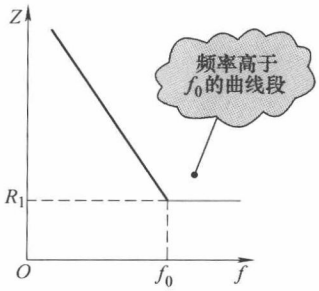

图 1-27 输入信号频率高于转折频率时的示意图
(1) 输入信号频率 $f>f_0$ 时的情况 图 1-27 所示是输入信号频率高于转折频率时的示意图。当输入信号频率 $f>f_0$ 时，整个 *RC* 串联电路的总阻抗不变了，其大小等于 R_1 的阻值，这是因为当输入信号频率高到一定程度后，电容 C_1 的容抗小到几乎为零，这时 C_1 的容抗可以忽略不计，而电阻 R_1 的阻值是不随频率变化而变化的，所以此时无论频率是否在变化，总的阻抗不变而为 R_1 的阻值。